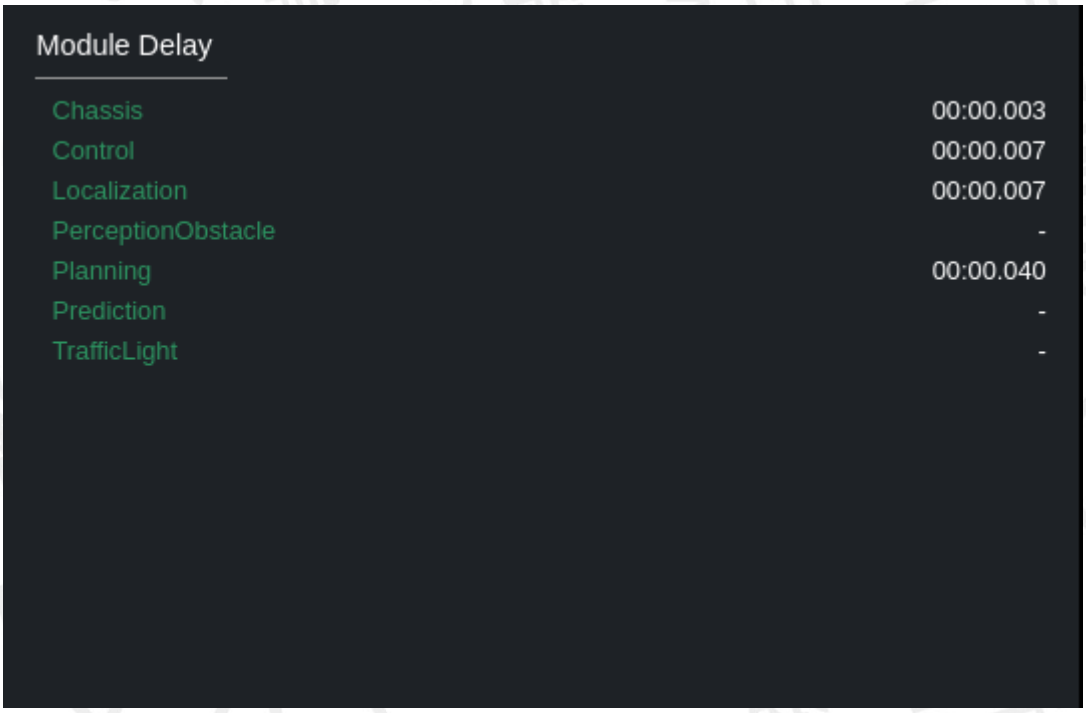
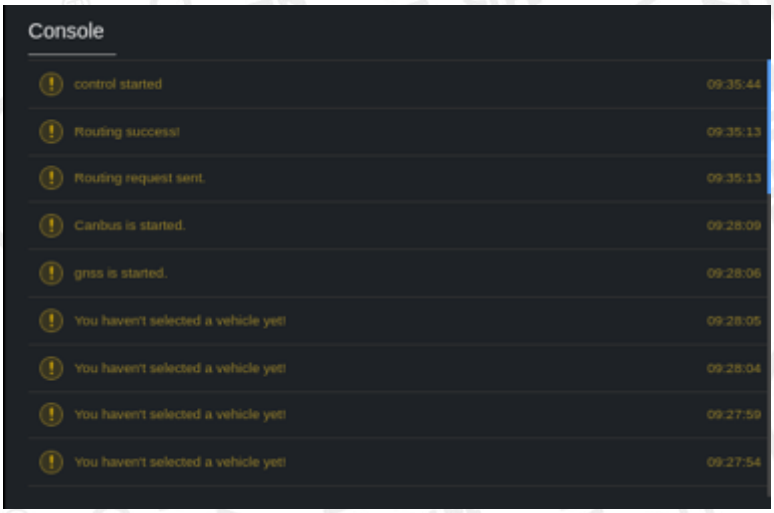

图 5.27　Module Delay 提示信息
图 5.28　Console 提示信息
5.返回 Dreamview 界面启动 Control，Console 中显示相应的提示信息，如图 5.27 所示，Module Delay 中显示相应的提示信息，如图 5.28 所示。